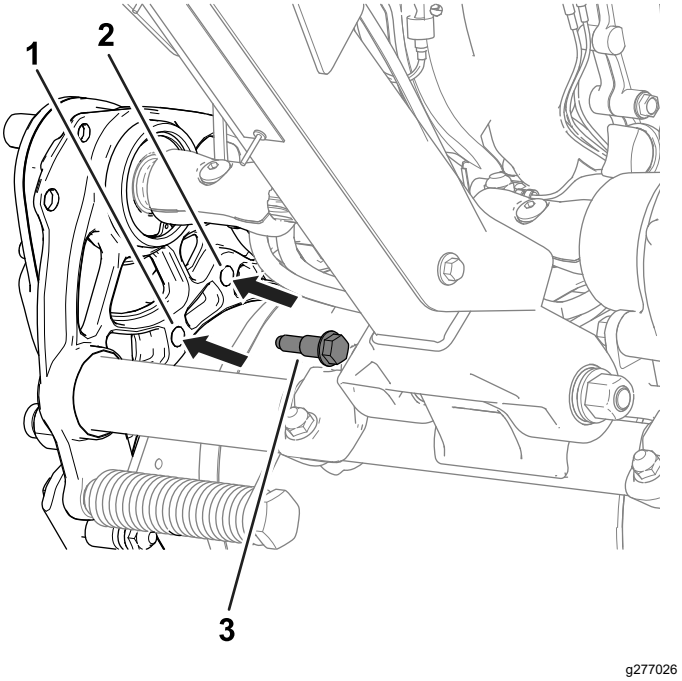

Figur 19
2. Avlägsna ansatsskruvarna (Figur 19) på maskinens båda sidor som fäster trummans drivkåpa på chassit.
4. Använd ansatsskruvarna som du tog bort tidigare för att fästa drivkåpan på chassit (Figur 19).